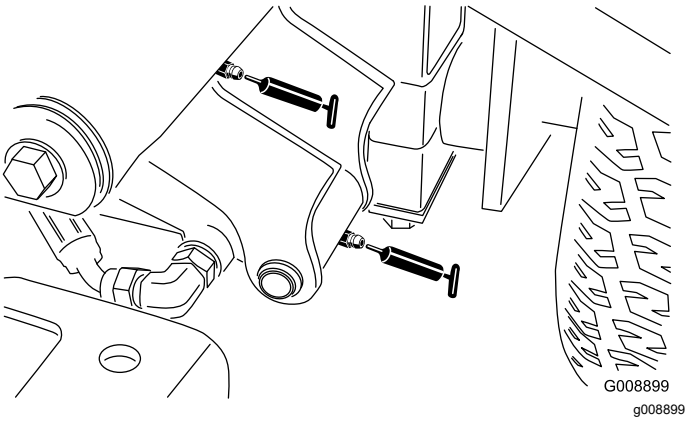

Figuur 61
- Draaipunt van voorste hefarm links en hefcilinder (2 nippels – Figuur 61)